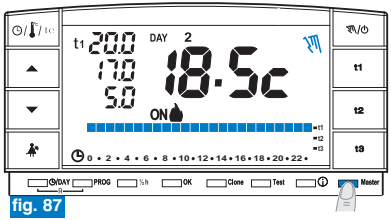

fig. 87
- Pulsar por un instante el botón **"Master"**, en la pantalla desaparece el mensaje **Máster:** el cronotermostato permanece en funcionamiento "manual permanente" y las zonas asignadas al máster vuelven a ser controladas por los respectivos transmisores. (ejemplo fig. 87).